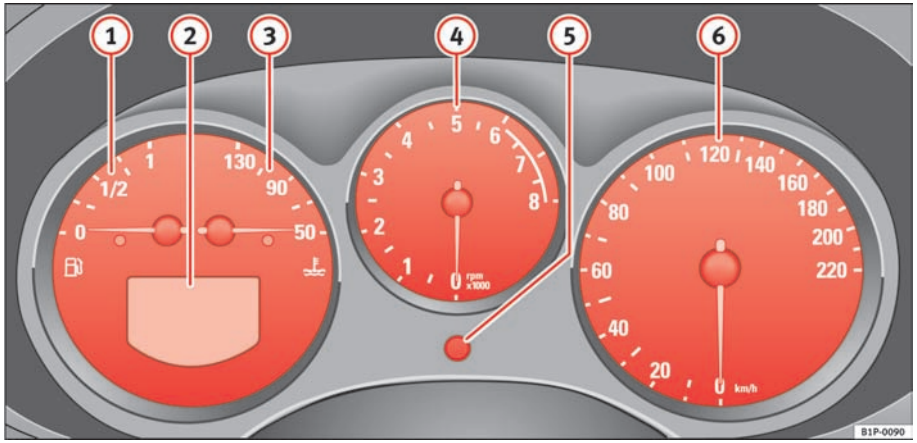

Fig. 32 Detail of instrument panel: instrument panel
The start of the red zone on the dial ⇒ page 56, fig. 32 (4) indicates the maximum engine speed which may be used briefly when the engine is warm and after it has been run in properly. However, it is advisable to change up a gear or move the selector lever to D (or lift your foot off the accelerator) before the needle reaches the red zone.
– Turn the setting knob ⇒ page 56, fig. 32 (5) anti-clockwise to the stop to set the hour. If the knob is turned briefly anti-clockwise the clock will advance one hour further.
The right-hand counter registers the short journeys. The last digit indicates steps of 100 metres. The trip recorder counter may be reset by the reset button ⇒ page 56, fig. 32 (5).